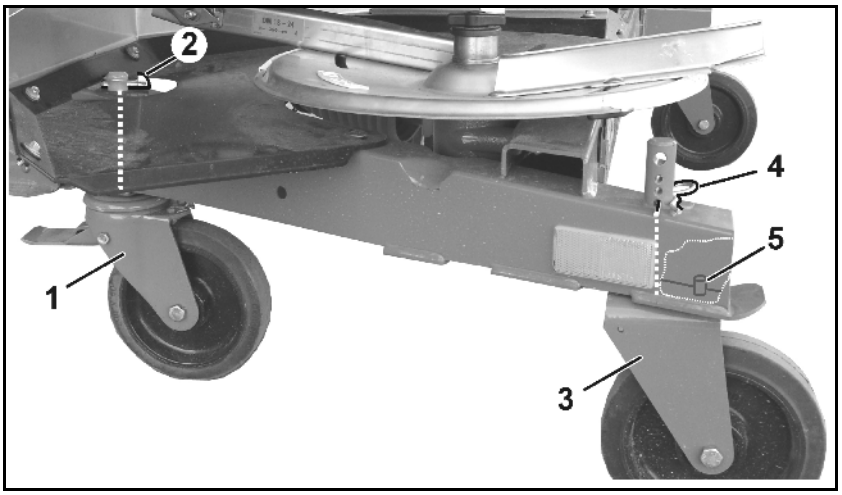

**Rys. 50**
5. Kierującą, hamowaną rolkę przednią (Rys. 50/1)
- o zamontować i zabezpieczyć składaną zawleczką (Rys. 50/2),
6. Sztywne rolki tylne (Rys. 50/3),
Przy montażu rolek sztywnych uważać, aby sworzeń (Rys. 50/5) przełożony był przez otwór w ramie i tym samym rolka utrzymywała podłużny kierunek jazdy.